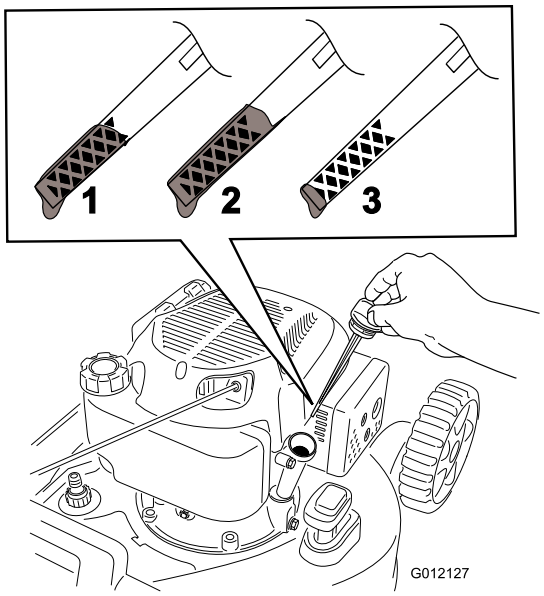

Figuur 8
5. Raadpleeg Figuur 8 om het juiste oliepeil op de peilstok te bepalen.
Opmerking: Vul het carter van de motor met olie tot u een correct oliepeil afleest op de peilstok zoals getoond in Figuur 8. Als u te veel olie in de motor hebt gedaan, moet u dit aftappen zoals wordt uitgelegd onder De motorolie verversen.